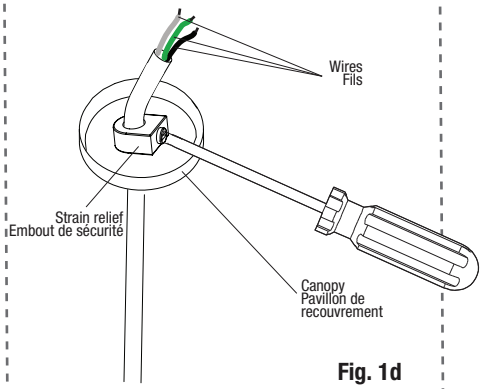

**Fig. 1d**
6. Ajuster la longueur du câble d'alimentation si nécessaire. Glisser l'embout de sécurité en dévissant la vis et couper le câble d'alimentation à la longueur désirée. Fixer le câble d'alimentation sur le pavillon de recouvrement en utilisant l'embout de sécurité (visser la vis de l'embout de sécurité pour bloquer le câble d'alimentation) (Fig. 1d).